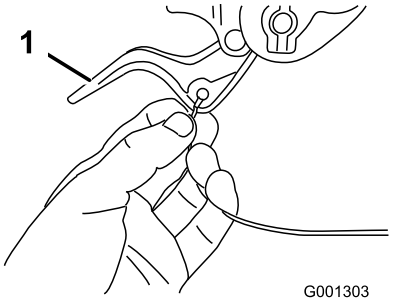

Figur 7
2. Før enten den venstre eller den højre kabelende over det nederste håndtag og ind i åbningen i den tilhørende hjulkoblingsarm (Figur 7).